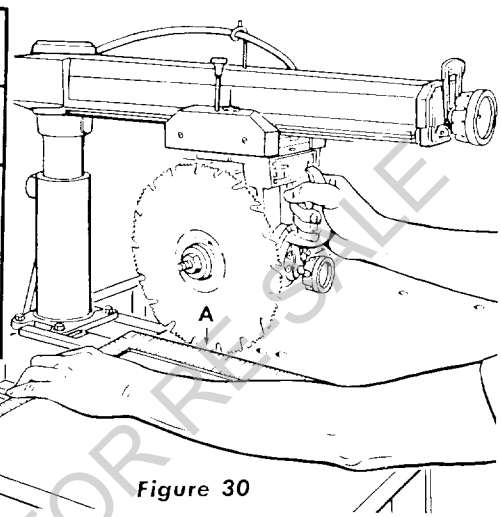
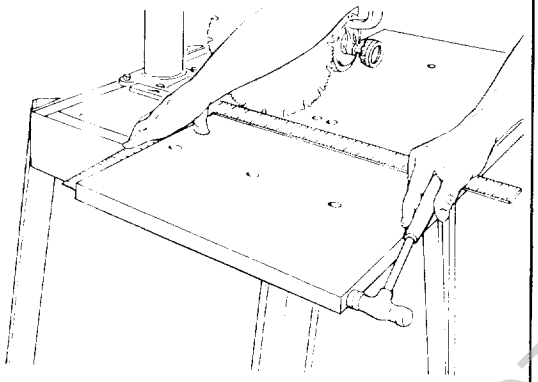

Figure 30
Figure 31
g. Place a framing square on the table with the short leg against rear edge of table as shown in figure 30 and the long leg of the square just contacting a tooth of the saw blade. ((Position "A", figure 30.) Mark this tooth with a soft pencil.
(1) If the saw tooth ("A", figure 30) moves into the square when moving the blade from the rear to the front of table, tap the left-hand front edge of table (figure 31) with the mallet.
(2) If saw tooth ("A", figure 30) moves away from the square when moving the blade from the rear toward the front of table, tap the right-hand front edge of table with the mallet.